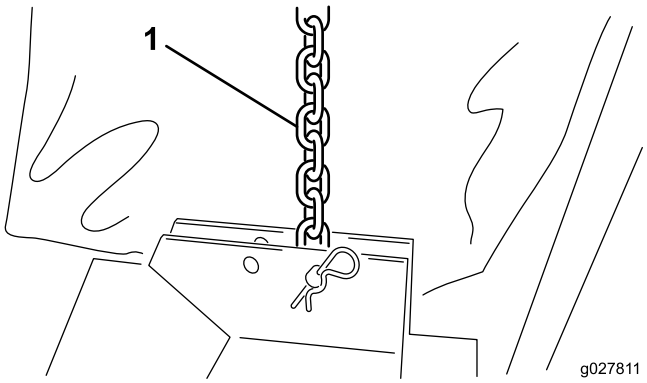

Figure 3
3. Fixez chaque chaîne de levage au support correspondant sur le plateau au moyen d'un axe de chape et d'une goupille fendue (Figure 3).